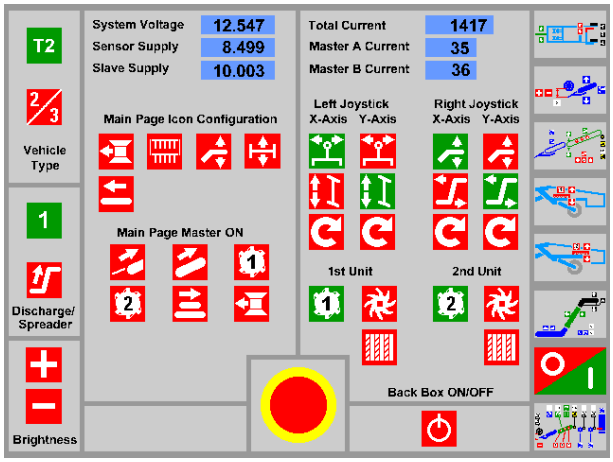

Fig 11
2. The MACHINE CONFIGURATION screen will display (see fig 11).